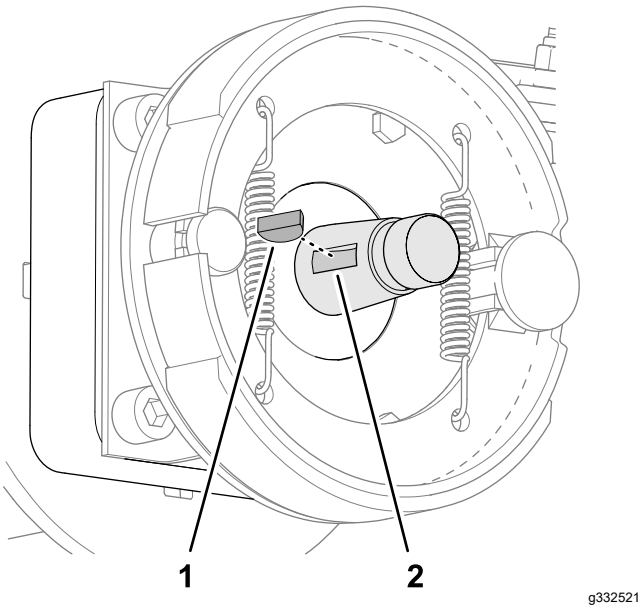

**Figur 67**
5. Fjern Woodruff-federen fra hjulmotorakslen (Figur 67).